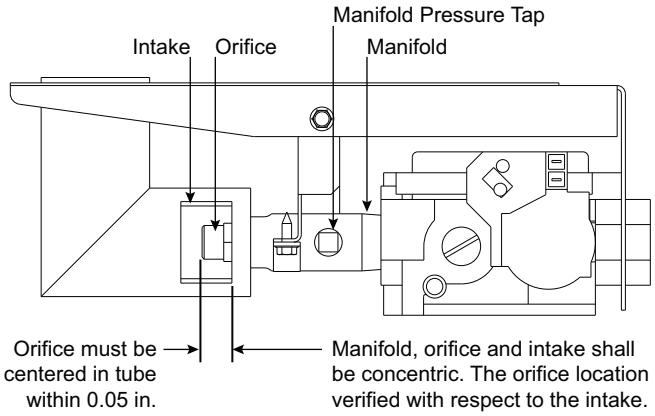

**Fig. 44 — Orifice Projection**
Refer to Fig. 44 for maximum projection and placement dimension for orifice face to manifold tube. The manifold, orifice and intake shall be concentric. The orifice must be centered in the intake tube.
2. If factory orifice has been removed, check that each orifice is tight at its threads into the manifold pipe, and that orifice projection does not exceed maximum value (see Fig. 44).
2. Remove manifold pressure tap plug from manifold and connect pressure gauge or manometer (see Fig. 44).
10. Turn off unit, remove pressure manometer and replace the manifold pressure tap plug (see Fig. 44).
Ensure each replacement orifice is tight as its threads into the manifold pipe, and the orifice projection does not exceed maximum value (see Fig. 44).